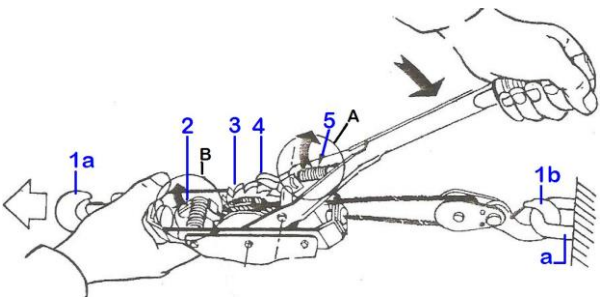

Fig.2
4.2- Déroulement du câble (Fig.2)